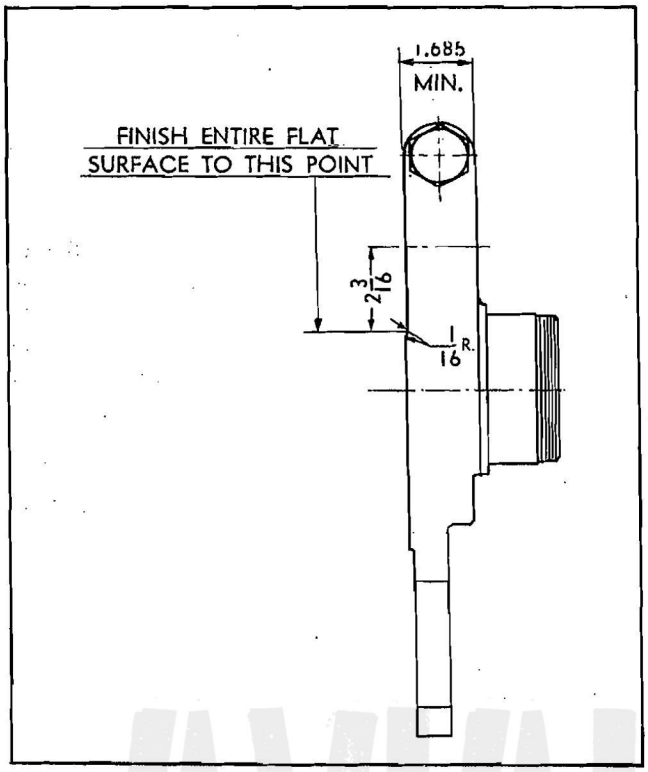

Figure 165—Polished Area of Front Face of Crankshaft Rear
a. Polish the front face of the crankshaft rear adjacent to the crankpin hole to obtain a finish of 13 to 15 microinches. It is recommended that this highly polished finish be maintained on this surface in order to prevent mutilation and excessive wear of the master rod end seal spacer. Refer to Figure 165 for a sketch showing the area to be